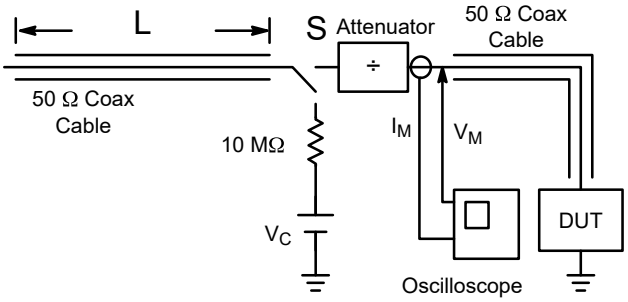

Figure 9: Simplified Schematic of a Typical TLP System
1. For test procedure see Figures 9 and 10.